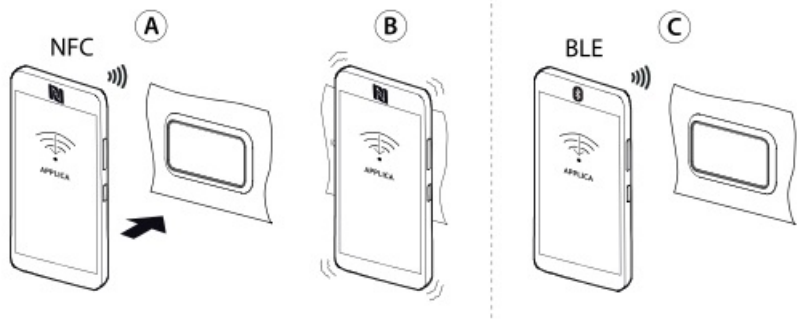

Fig. 2
- move the mobile device near to the user terminal, maximum distance 10 mm, so as to recog-nise the confi guration (Fig. 2 – ref. A);
- move the mobile device near to the user terminal again to upload the confi guration parameters (Fig. 2 – ref. B);
- move the mobile device near to the user terminal, maximum distance 10 m, to recognise the confi guration (Fig. 2 – ref. C);